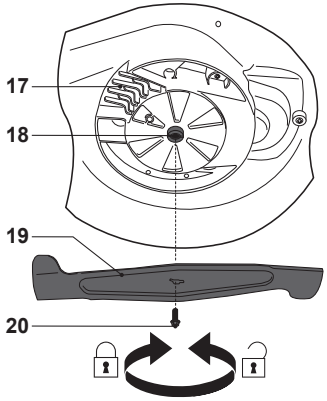

Fig.15
> Desaperte o parafuso (20) no sentido contrário ao dos ponteiros do relógio utilizando uma chave de 13 mm e retire-o com o dispositivo de corte (19) (Fig. 15).